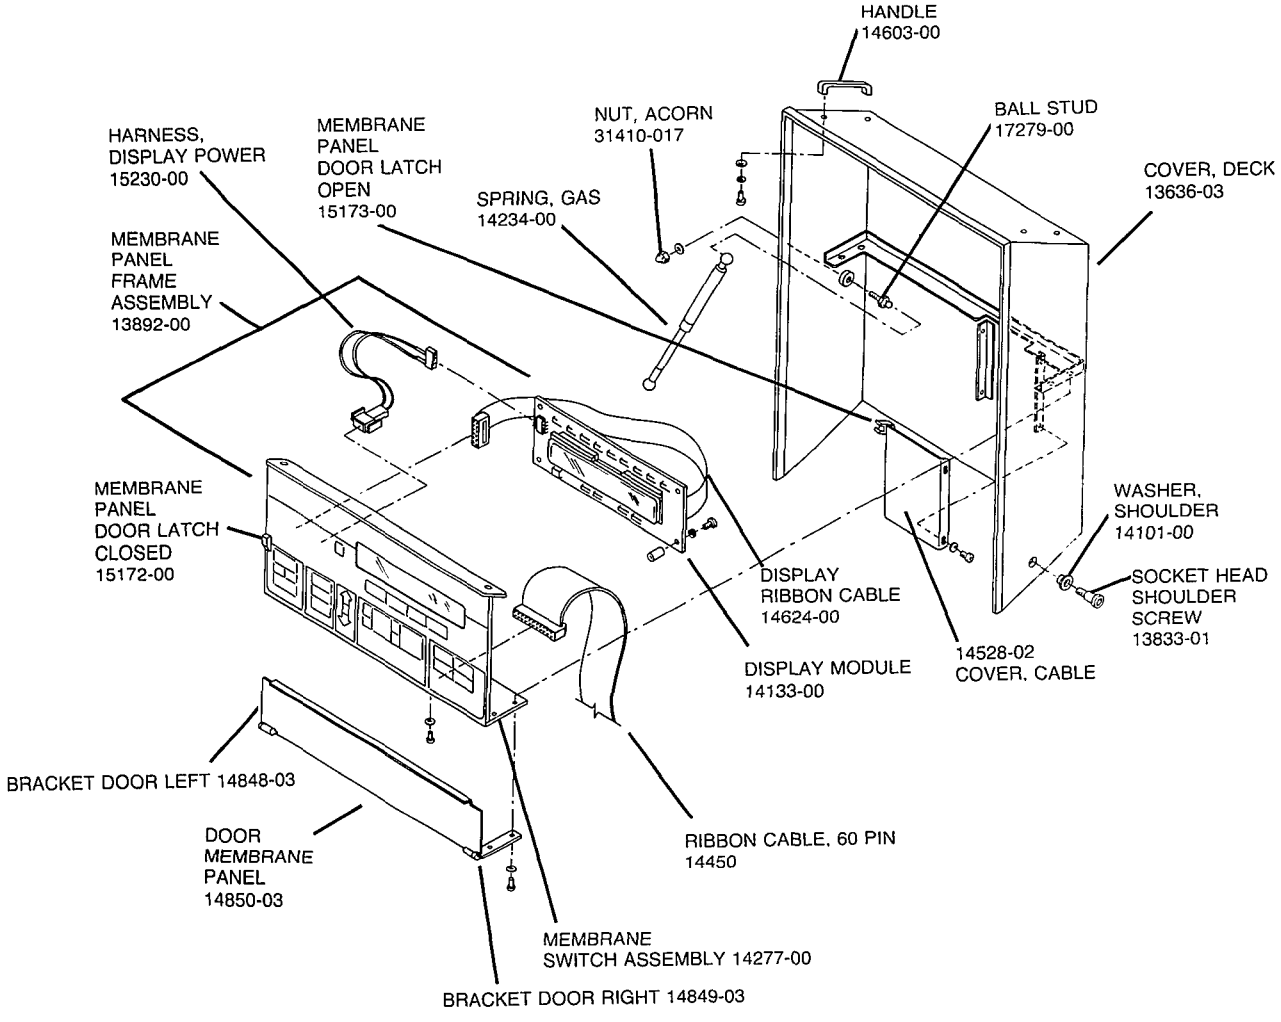

Figure 6-3, Removing the control panel
6.1.4 Control panel (See Figure 6-3.)